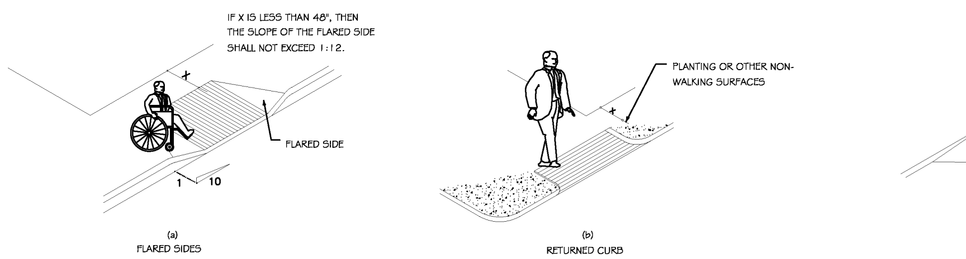

FIG. 12
4.7.5 SIDES OF CURB RAMPS. IF A CURB RAMP IS LOCATED WHERE PEDESTRIANS MUST WALK ACROSS THE RAMP, OR WHERE IT IS NOT PROTECTED BY HANDRAILS OR GUARDRAILS, THEN IT SHALL HAVE FLARED SIDES; THE MAXIMUM SLOPE OF THE FLARE SHALL BE 1:10 (SEE FIG. 12(a)). CURB RAMPS WITH RETURNED CURBS MAY BE USED WHERE PEDESTRIANS WOULD NOT NORMALLY WALK ACROSS THE RAMP (SEE FIG. 12(b)).